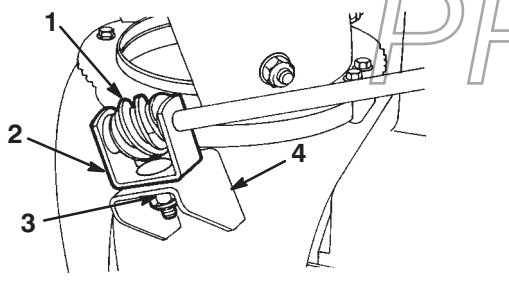

Figur 10
3. Monter snekkegiret og braketten løst på monteringsflensen ved hjelp av en bolt, en pyramideformet skive og en låsemutter, som vist i figur 10.